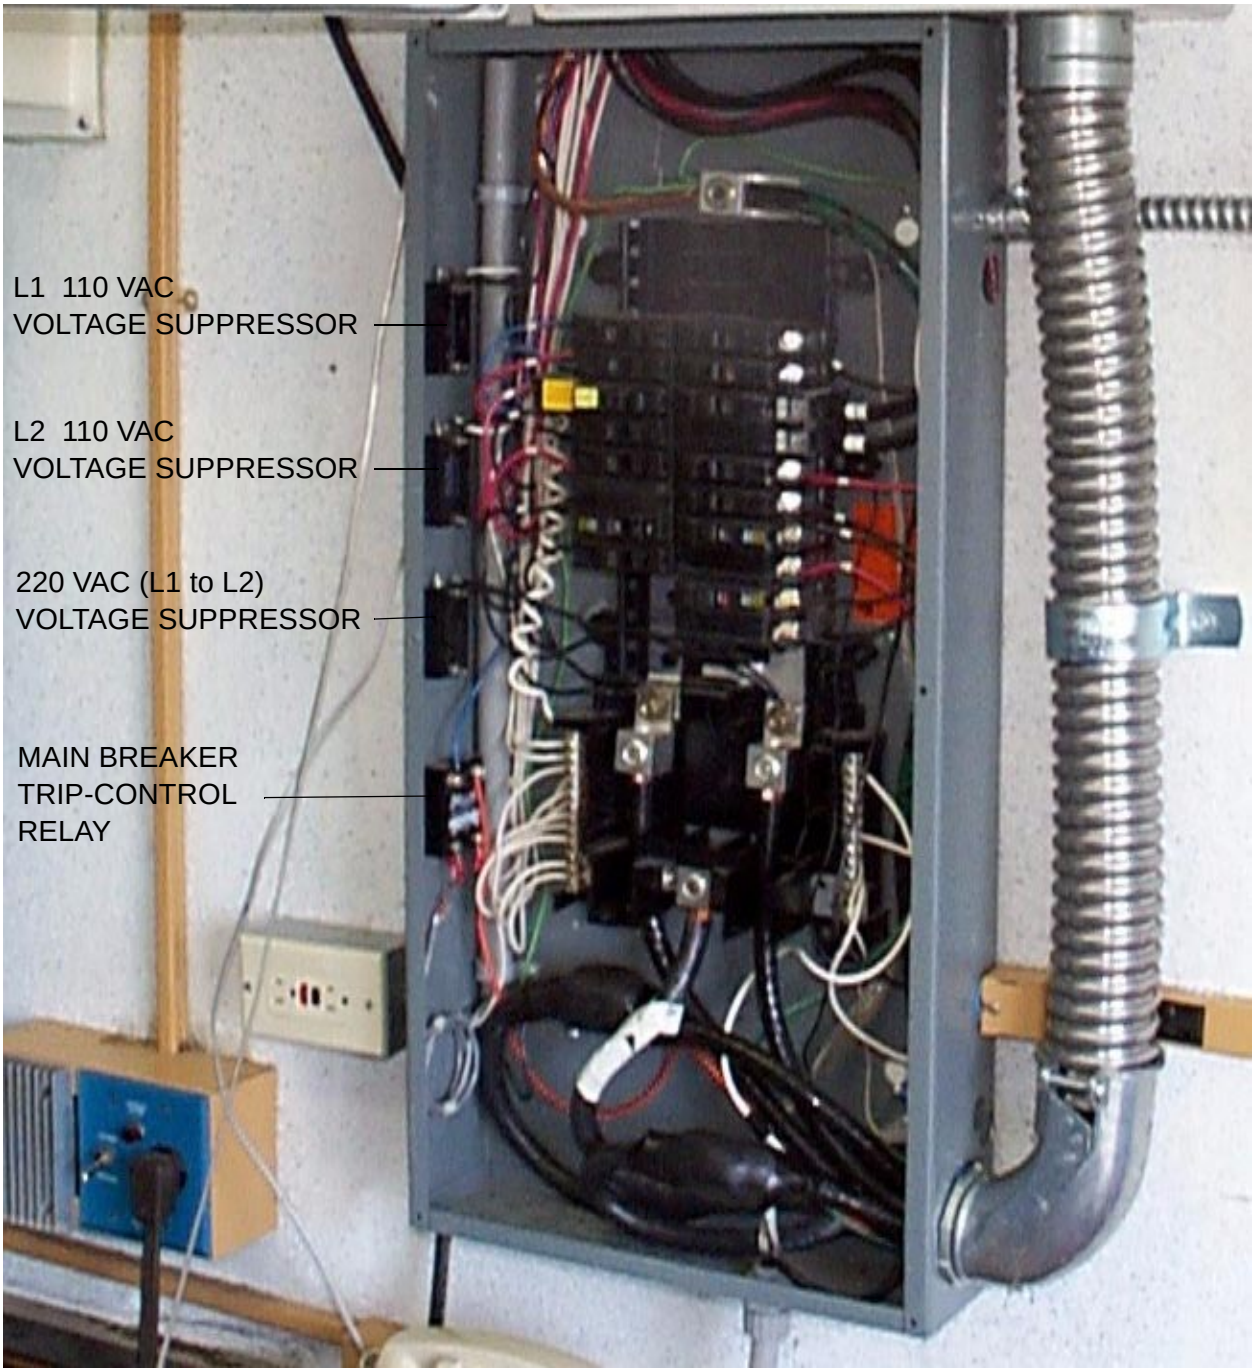

Figure 2-21 Shelter Circuit Breaker Panel Internal Layout
protection across the two 110 VAC lines. These suppressors are located inside the breaker panel of shelter (see Figure 2-21). Replacement of Stage 2 voltage suppression devices requires removing the main breaker panel cover.
3. Locate the voltage suppression devices on the inner left side of the breaker box. Refer to Figure 2-21 for the internal layout of the panel. Trace the wires to their points of connection and disconnect them. The replacement voltage suppression devices will not have wires soldered to them. The wires to the old voltage suppressors must be disconnected and re-soldered to the replacement devices. The wire colors and their locations should be noted to properly reconnect the replacement units.